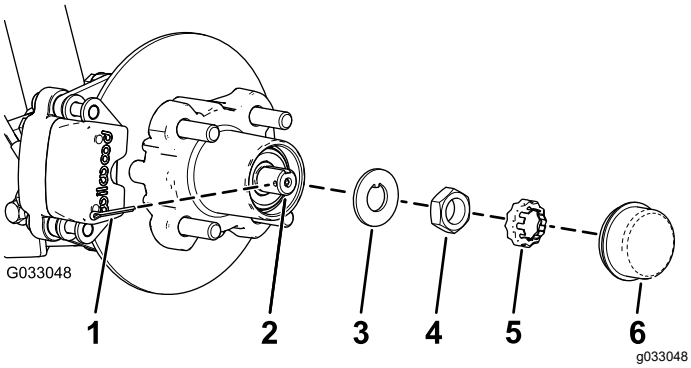
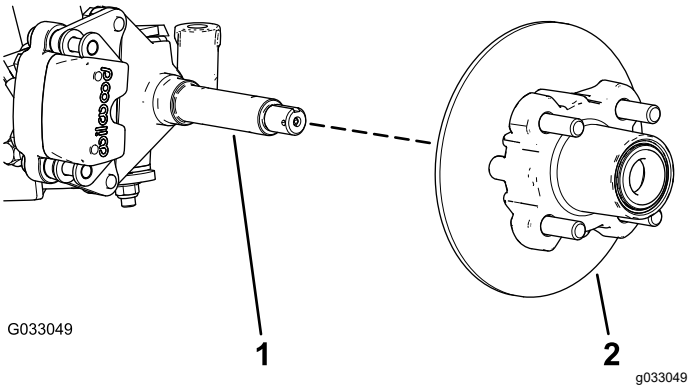

Figuur 24
Figuur 25
4. Verwijder de stofkap van de naaf (Figuur 24).
5. Verwijder de borgpen en de moerzekering van de as en de asmoer (Figuur 24).
6. Verwijder de asmoer van de as, en verwijder de naaf en de rotor van de as (Figuur 24 en Figuur 25).